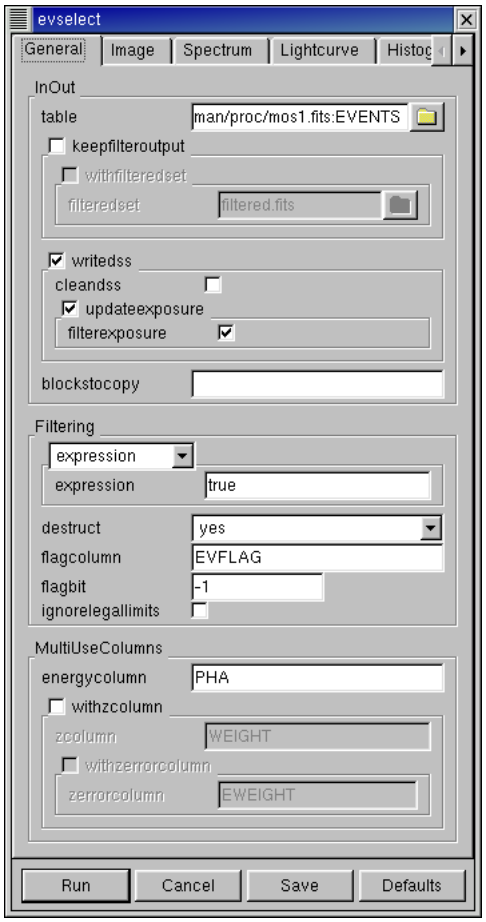

Figure 7.2: The *evselect* GUI.
2) Click the "Image" button near the bottom of the page. This brings up the *evselect* GUI (see Figure 7.2).
2) Click on the "OGIP Rate Curve" button near the bottom of the page. This brings up the *evselect* GUI (see Figure 7.2).